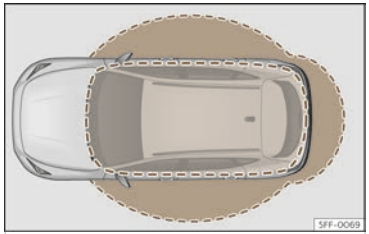

Fig. 76 Keyless Access: proximity zones.
- The vehicle unlocks when the vehicle key is detected in the vicinity ››› Fig. 76. All turn signals flash twice.